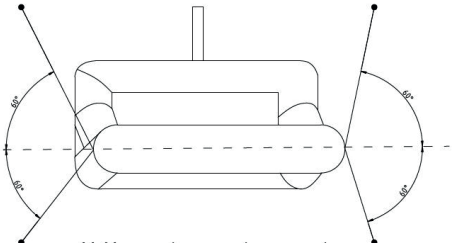

Imagen 3: Desenclavamiento de la pantalla
Utilice los accesorios del cable de sujeción (D) para proteger la tela de una posible caída. Pase las varillas a través de los pasadores de la sección inferior del marco y fíjelas firmemente en el suelo. Ate las cuerdas a los lazos superiores y ténselas hacia abajo en un ángulo de aproximadamente 60° (Imagen 3).